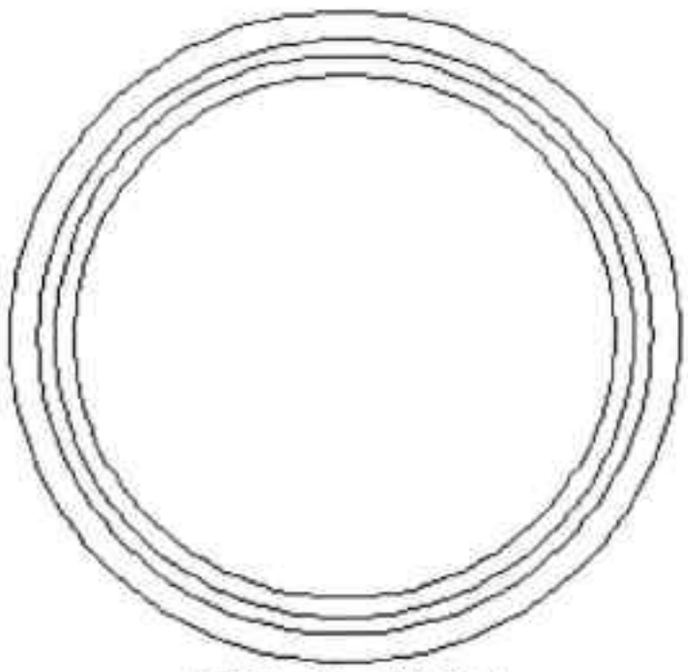

图12-40 偏移圆
Step03 执行“偏移”命令，将半径为 73.5mm 的圆向内偏移 4mm，如图 12-40 所示。